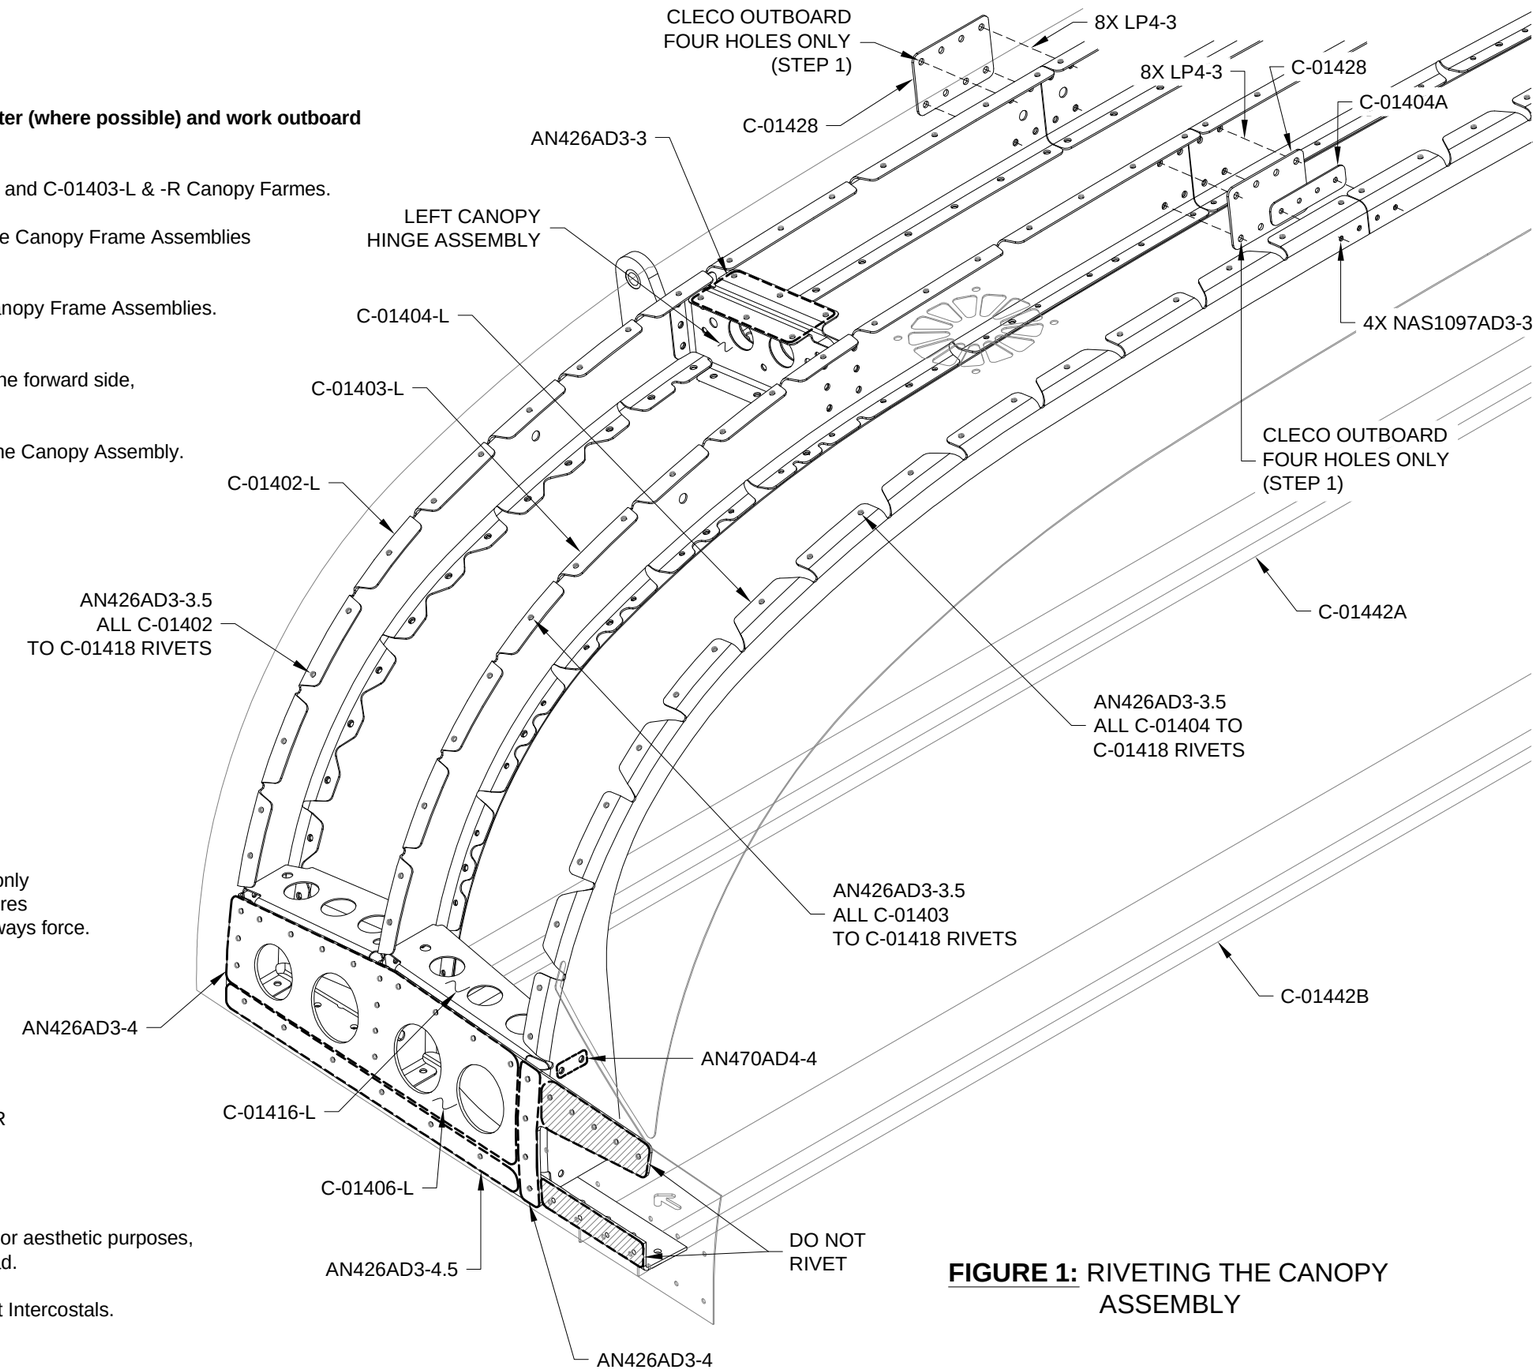

FIGURE 1: RIVETING THE CANOPY ASSEMBLY
Step 11: Cleco the C-01417 Canopy Frame Close-Out to the Canopy Assembly as shown on Page 38-10, Figure 1. Cleco every hole.
NOTE: For all steps on this page, refer to Figure 1.